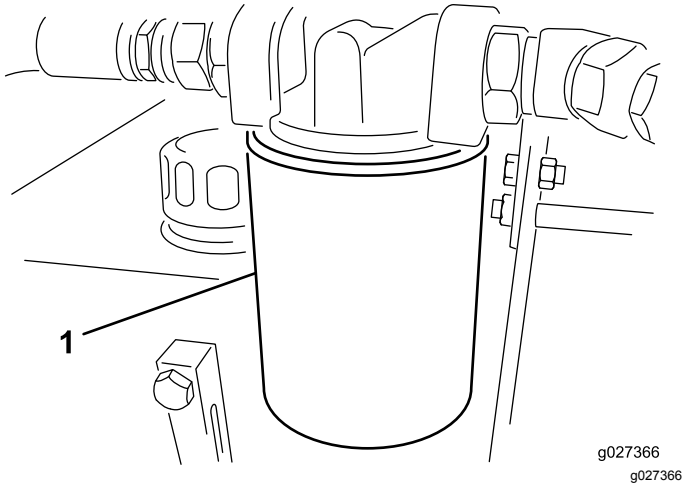

Figure 11
3. Placez un bac de vidange sous le filtre et enlevez le filtre (Figure 11).